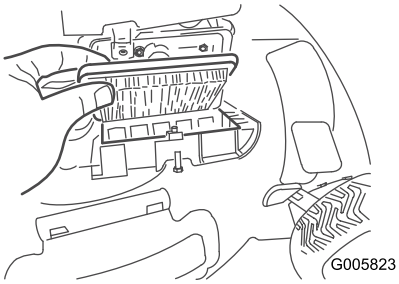

Figur 24
2. Byt ut luftfiltret (Figur 24).